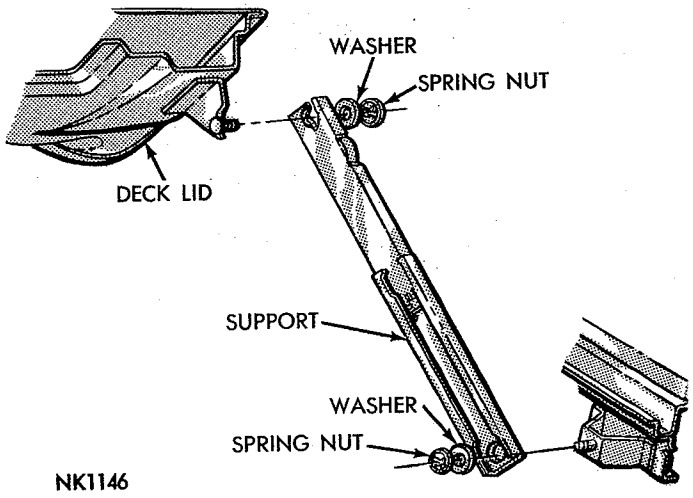
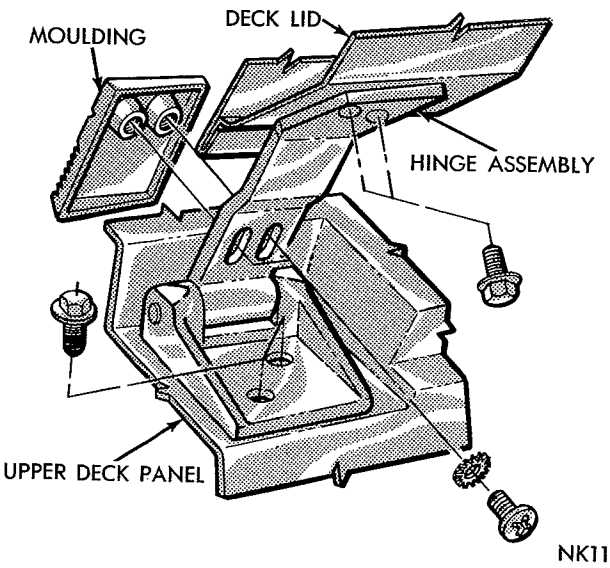

*Fig. 194—Deck Lid Support—Barracuda*
*Fig. 195—Moulding to Hinge Attachment—Barracuda*
The deck lid is attached to the hinges by two screws on each side. An assistant's aid is recommended when replacing the deck lid to prevent it from sliding rearward and damaging the paint and also to aid in the aligning of the hinge screw holes when it is installed. On Barracuda Models, disconnect support from the deck lid (Fig. 194).
(1) Remove deck lid support (Fig. 194) from deck lid.
(2) Remove hinge to deck lid screws and remove deck lid.
(3) Remove moulding to hinge screws (Fig. 195).
(4) Remove hinge to upper deck panel attaching screws and hinge.
(5) When installing hinge, care should be exercised in aligning moulding.
(6) Inspect deck lid alignment before final tightening of the hinge **(do not overtighten)** to deck lid and upper panel attaching screws.